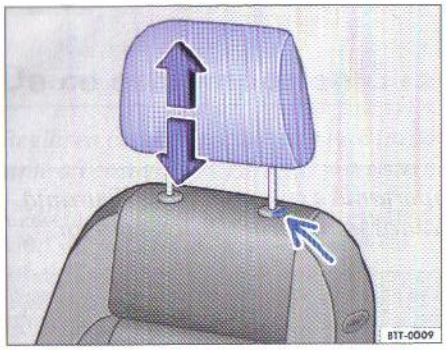

Fig. 33 Reglarea sau demontarea tetierelor
– Împingeți tetiera în sus sau, apăsați tasta și ⇒ fig. 33 (săgeata) și împingeți-o în jos. Înălțime corespunzătoare ⇒ pagina 55.
– Pentru a putea regla tetiera[32] locului mijloc spate complet în jos, trebuie să mențineți apăsată tasta ⇒ fig. 33 (săgeata).
– Apăsați tasta ⇒ fig. 33 (săgeata).